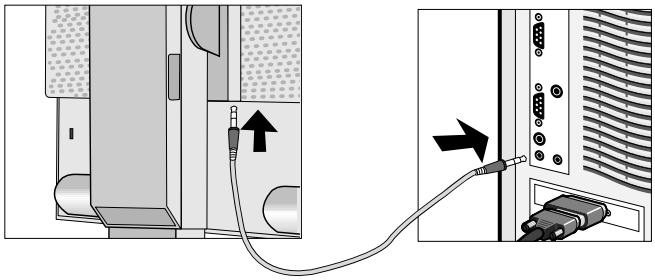

Abbildung A.1
2. Verbinden Sie das Audiokabel mit der Buchse auf der Rückseite des Monitors, die mit „AUDIO INPUT“ beschriftet ist, und mit der Buchse „Audio out“ am Computer (**Abbildung A.1**).